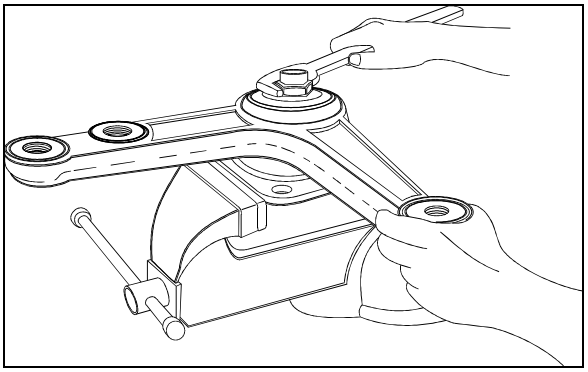

FIGURE 10: BELL CRANK 16044
5. Firmly tighten nut (Fig. 10).
7. Check for loose bearings by applying an up and down load on bell crank or idler lever (Fig. 10). The lever is not supposed to move in the vertical axis direction.